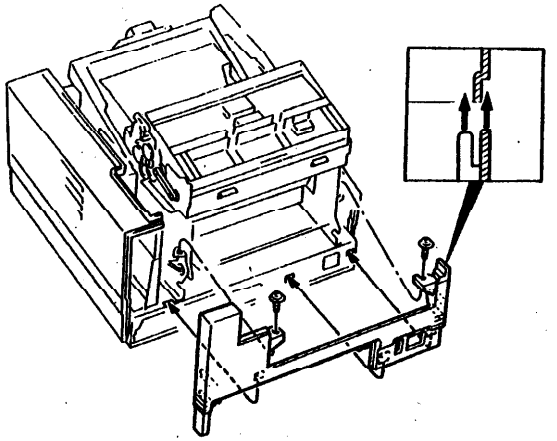

Рис. 2. Левая крышка
4. Отвинтите два винта, крепящих левую крышку к раме (Рис. 2).